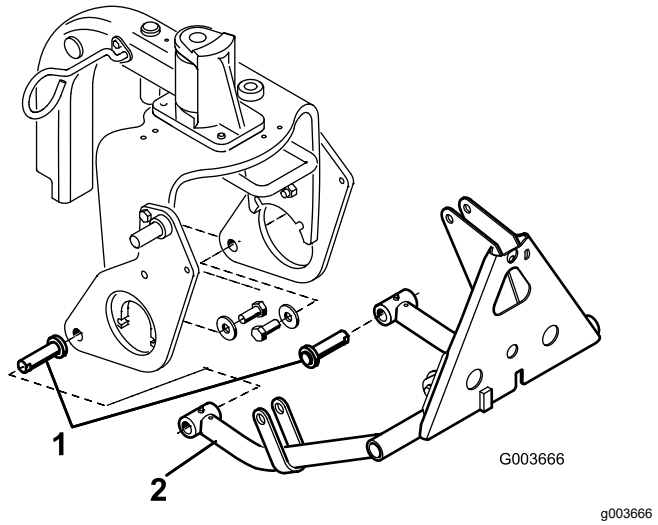

Bild 14
3. Führen Sie einen Zylinderstift in jedes Schubarmrohr ein, wie in Bild 14 gezeigt.
4. Stecken Sie die Schubarmrohre auf die rechte und linke Pflugplatte und richten Sie dabei die Zylinderstiftführungen an den Löchern in den Pflugplatten aus (Bild 14).
5. Befestigen Sie jeden Zylinderstift an jeder Pflugplatte mit einer Schraube (⅝" x 1½") und einer Unterlegscheibe (Außendurchmesser 1,68" x Innendurchmesser 0,65"), wie in Bild 14 gezeigt.